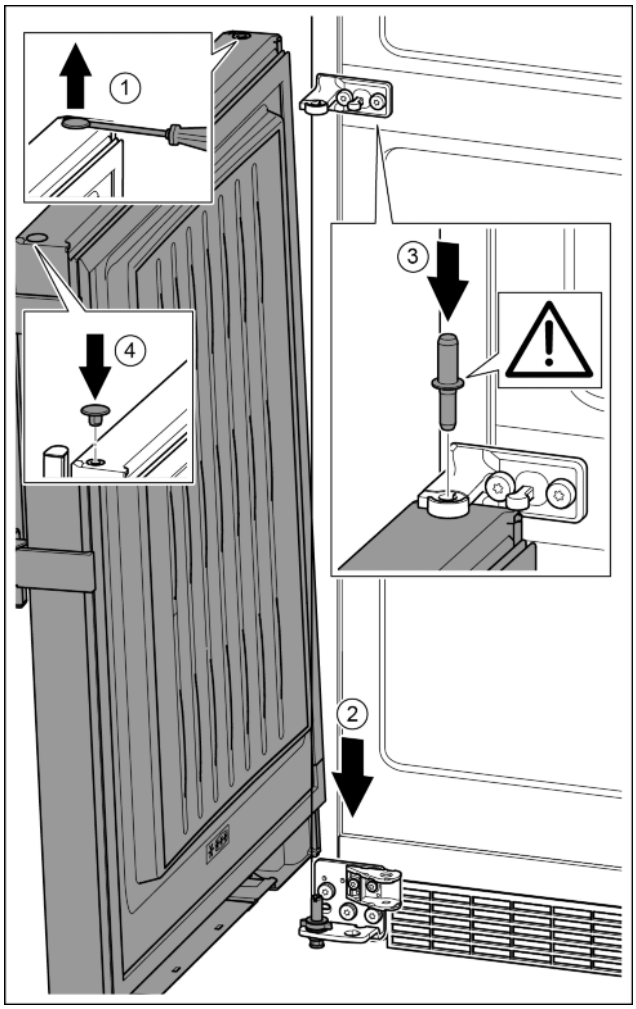

Fig. 33
▶ Carefully lift up the plugs and remove them with a slotted screwdriver. *Fig. 33 (1)*
▶ Position the door from above onto the lower bearing bolts. *Fig. 33 (2)*
▶ Insert the middle bearing bolt through the middle bearing bracket into the lower door. Ensure here that the catch mechanism points backwards. *Fig. 33 (3)*
▶ Insert the plugs again on the other side of the door. *Fig. 33 (4)*